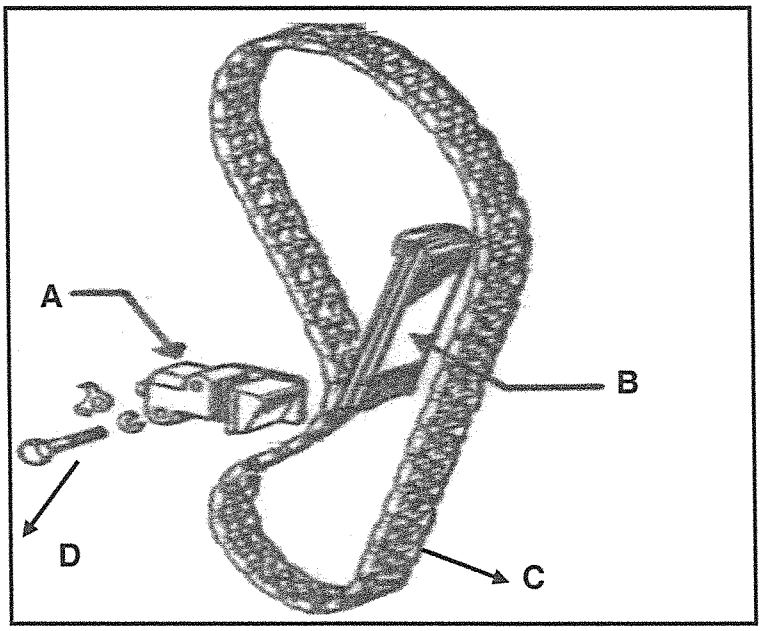

FIGURE 1 (4)
1.3 FIGURE 1 below, shows a component of an engine. Name the parts marked (A–D) in the ANSWER BOOK.